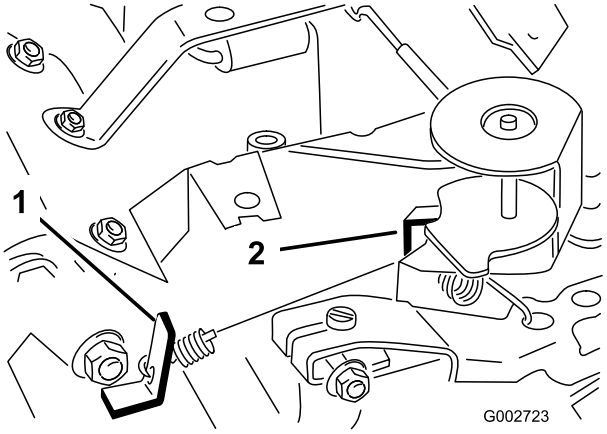

Figur 37
3. Böj förankringsbrickan till varvtalshållarfjädern (Figur 37) tills en tomgångshastighet på 1 725 ± 50 RPM uppnås. Kontrollera hastigheten med en varvräknare.
5. Flytta gasreglaget till det snabba läget. Böj förankringsbrickan till fjädern för hög hastighet (Figur 37) tills en höghastighet på 3 400 ± 50 RPM uppnås.